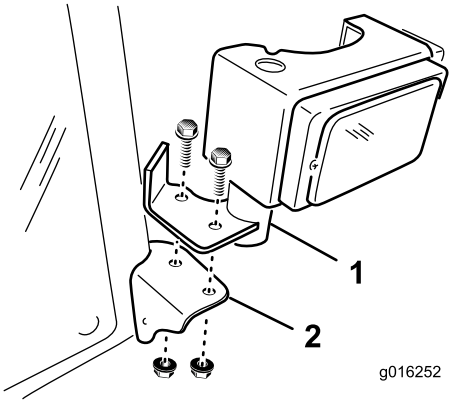

Figuur 6
1. Monteer de linkerkoplamp op de koplampbeugel aan de linkervoorhoek van de cabine. Gebruik (2) 3/8 x 1 inch flenskopschroeven en 3/8 inch flensmoeren (Figuur 6).